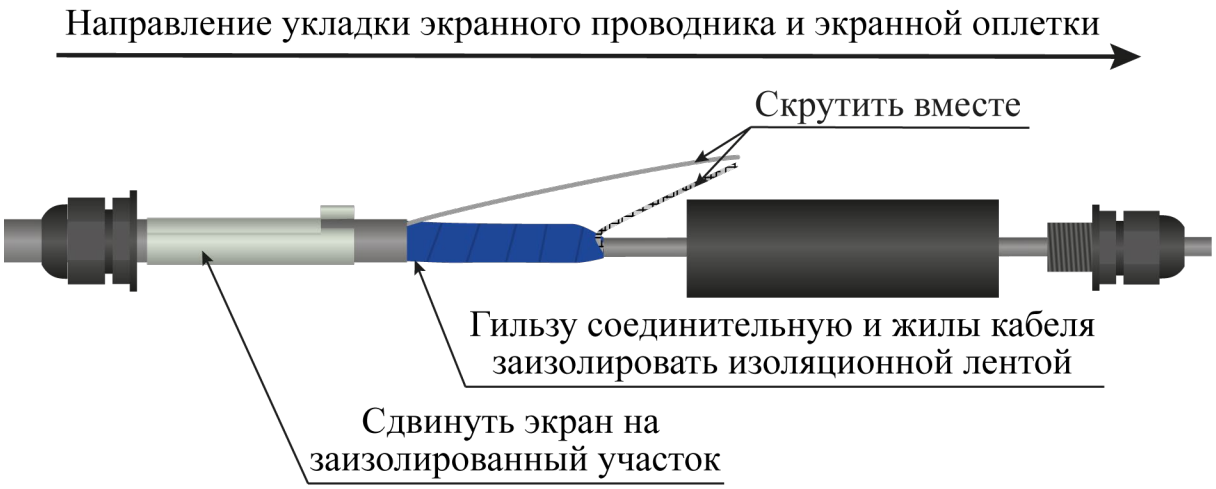

Рисунок 4.24
– гильзу соединительную и жилы кабеля ТППэп заизолировать изоляционной лентой (рисунок 4.24);
– экранный проводник кабеля ТППэп направить вдоль гильзы и скрутить с экраном кабеля РК (рисунок 4.24);
– сдвинуть экран муфты переходной на место соединения кабеля ТППэп и кабеля РК (рисунок 4.24);